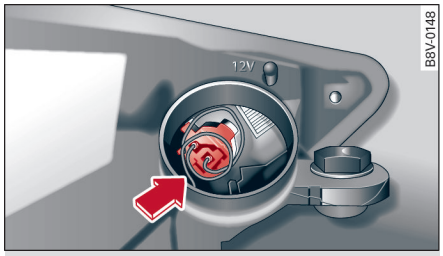

图 260 灯壳：插入灯座
- 把灯泡再次放入大灯外壳 ⇨ *图 260* ⇨ ⚠，*在概述中，见第 195 页*。略向左右旋转灯插头直到其卡止。